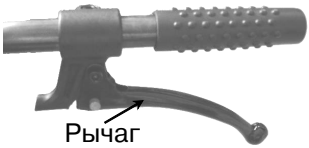

Рис.12
2) Установите рычаг сцепления в среднюю позицию. (См. рис. 12)